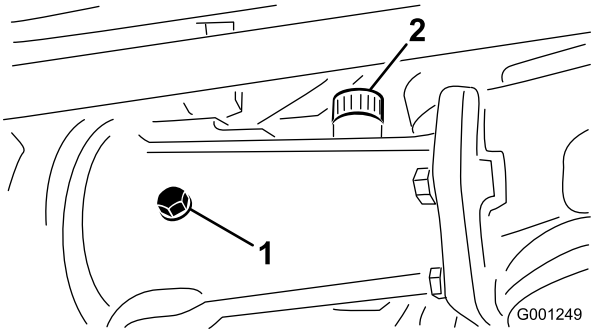
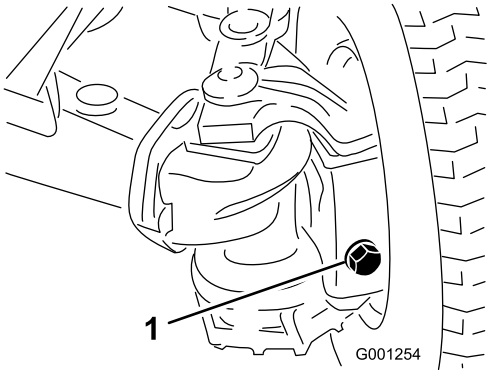

Figur 62
Figur 63
2. Fjern kontrollpluggen fra det midtre akselhuset og akselen og fylle-/kontrollpluggen på hver utvendige akselkasse (Figur 62 og Figur 63).
3. Kontroller at det er olje opp til gjengene nederst på hvert plugghull (Figur 62 og Figur 63).
A. Hvis du fyller det midtre akselhuset, fjerner du fylleppluggen (Figur 62).
B. Fyll på spesifisert olje for bakakselen i akselbeholderen til oljen når opp til bunnen av kontrollplugghullene (Figur 62 og Figur 63).
C. Hvis fjernet fra det midtre akselhuset, påfør PTFE-gjengeforsegling på gjengene på fylleppluggen og monter den i huset (Figur 62).
5. Påfør PTFE-gjengeforsegling på gjengene til kontrollpluggen fra det midtre akselhuset og fylle-/kontrollpluggene fra de to utvendige akselkassene (Figur 62).
6. Monter kontrollpluggen i det midtre akselhuset og fylle-/kontrollpluggene i de to utvendige akselkassene (Figur 62 og Figur 63).
1. Tappeplugg (3)
8. Påfør PTFE-gjengeforsegling på gjengene til kontrollpluggen fra det midtre akselhuset og fylle-/kontrollpluggene fra de to utvendige akselkassene. Se Figur 62 og Figur 63 i Kontrollere olje i bakakselen (kun modell 30345) (side 48).
9. Monter kontrollpluggen i det midtre akselhuset og fylle-/kontrollpluggene i de to utvendige akselkassene. Se Figur 62 og Figur 63 i Kontrollere olje i bakakselen (kun modell 30345) (side 48).